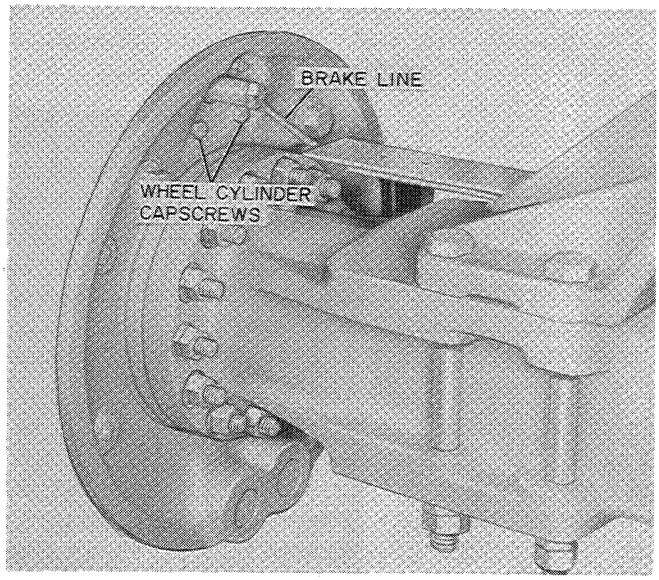

Figure W-47
1. Remove the brake line from the wheel cylinder, Figure W-47.
2. Then remove the two mounting capscrews, Figure W-47.